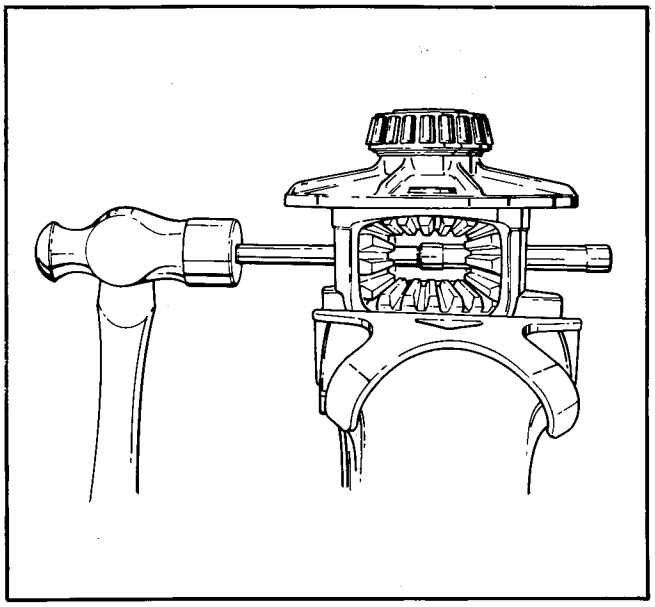

Figure 27 – Remove Pinion Mate Shaft
n. Drive pinion mate shaft (14) from case with long brass drift, Figure 27.
o. Remove pinion mate gears (15) and thrust washers (16) (one on back of each gear) by rotating both gears 90° to opening in differential case.
p. Remove differential side gears (17) and thrust washers (18) (one on back of each gear) through opening in differential case.